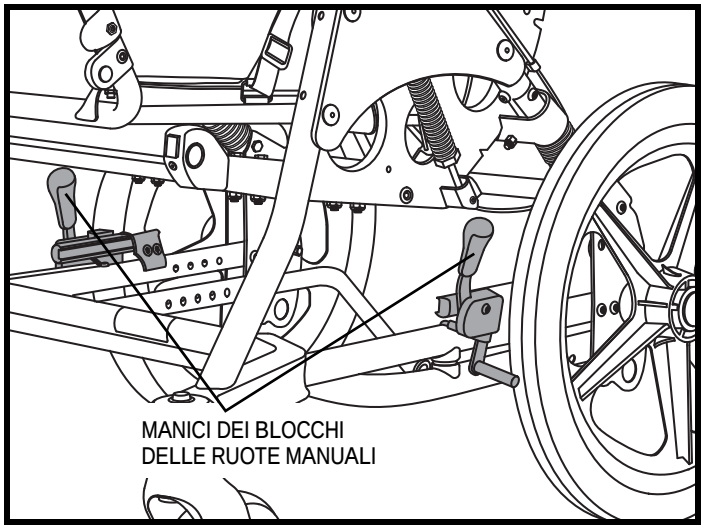

Figura 9. Blocchi delle ruote manuali di Kids ROCK 2 e ROCK 3
1. Individuare i manici dei blocchi delle ruote manuali su entrambi i lati del telaio, proprio davanti alle ruote posteriori. **Vedere la figura 9.**